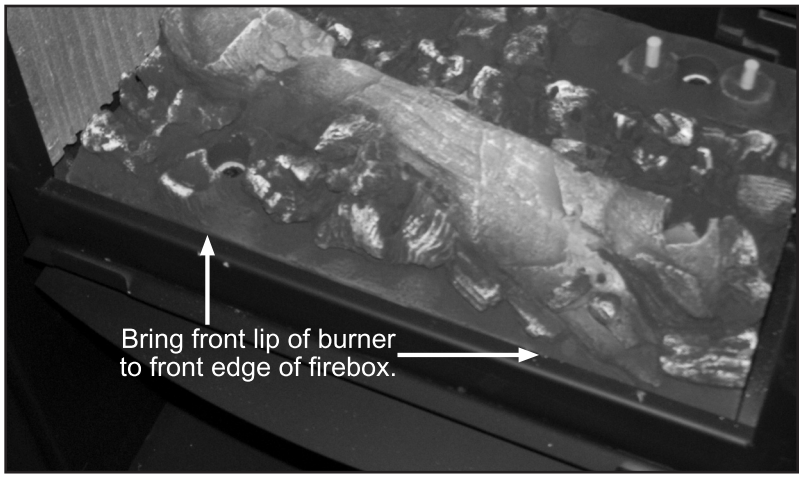

Figure 9: Align Burner With Firebox.
2. When the burner is resting in the firebox ensure that the front edge of the burner is lined up with the front lip of the firebox (see figure 9).